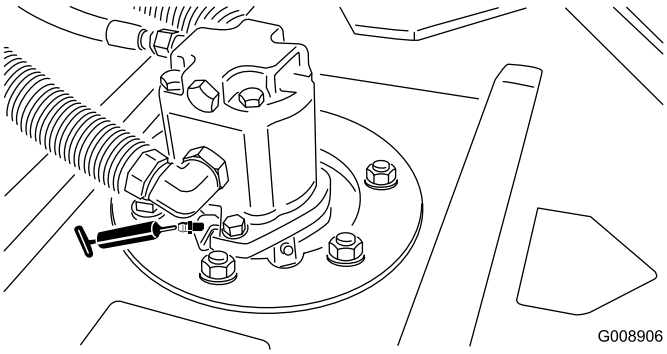

Figur 42
- Klippenhetens spindelaxellager (1 per klippenhet) (Figur 42)